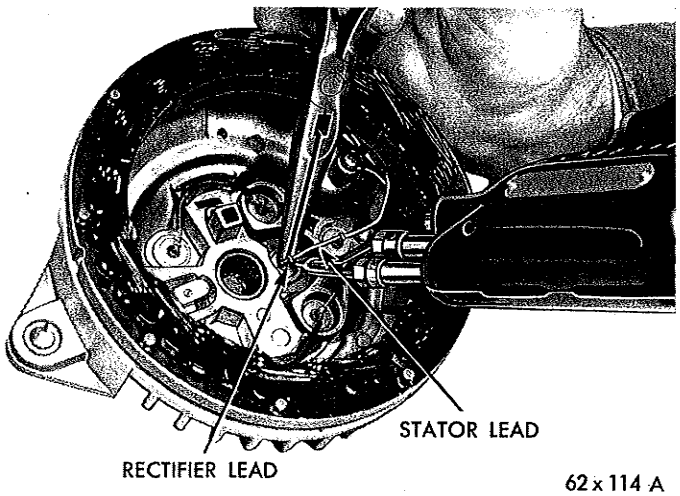

*Fig. 42—Soldering Rectifier and Stator Leads*
(4) Clean the leads and mate stator lead with rectifier wire and bend the loop snugly around stator lead to provide a good electrical and mechanical connection. Solder wires with resin core solder. Hold rectifier lead wire with pliers just below the joint while soldering (Fig. 42). Pliers will absorb heat from the soldering operation and protect rectifier. **After soldering, quickly cool soldered connection; touch a dampened cloth against it. This will aid in forming a solid joint.**
(5) After soldering, stator leads must be pushed down into the slots that are cast into the end shield and cemented with MoPar Cement Part Number 2299314 or equivalent to protect the leads against possible interference with the rotor fans. Test each